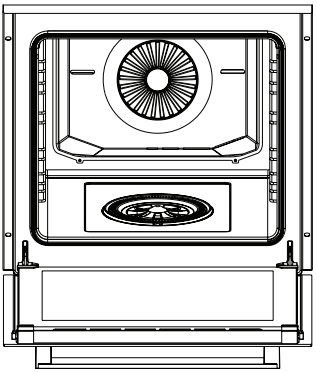
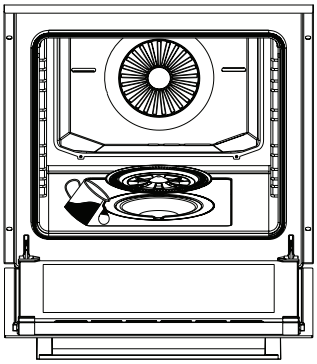
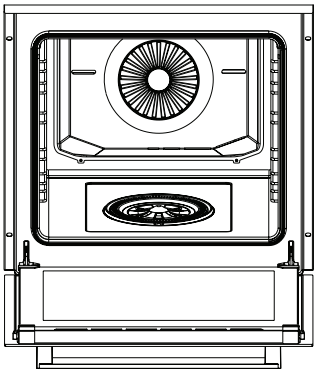

Figura 21
Figura 22
Figura 23
2. Aprire il coperchio dell'apparecchio (Vedi figura 21). Rimuovere il coperchio del serbatoio dell'acqua e riempire il serbatoio (Vedere figura 22). Quindi, chiudere il coperchio del serbatoio dell'acqua (Vedere figura 23). Chiudere il coperchio dell'apparecchio e preriscaldarlo per 10 minuti. Dopo il preriscaldamento è possibile inserire gli alimenti nell'apparecchio.